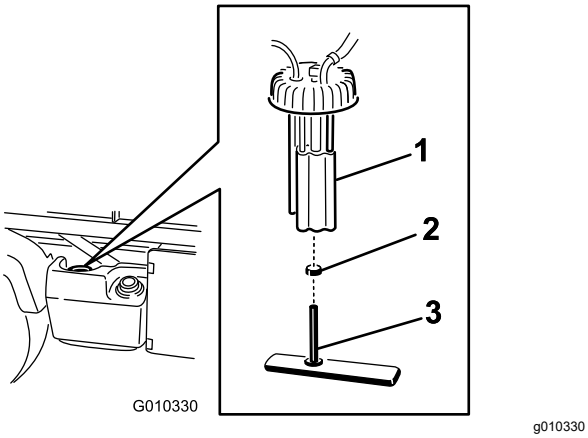

**Figur 47**
2. Koppla bort kablagekontakterna från bränslepumpen (Figur 47).
3. Lossa slangklämman och koppla bort bränsleledningen från locket till bränslepumpen (Figur 47).
4. Ta bort locket till bränslepumpen längst upp på bränsletanken (Figur 47).
5. Ta bort bränslepumpen och bränslefiltret från tanken (Figur 47).
7. Ta bort slangen från fästet (Figur 47).